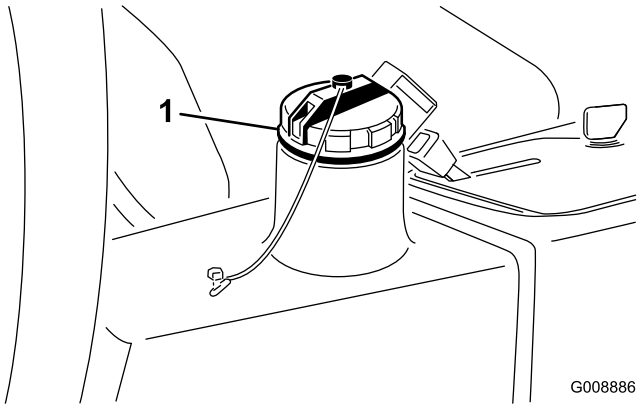

Figuur 40
2. Reinig de omgeving van de vulbuis en de dop van de hydraulische tank (Figuur 40) en verwijder de dop.